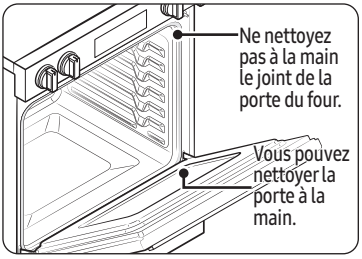

Fig. 2
- Ne nettoyez pas le joint. Le matériau en fibre de verre du joint de la porte du four ne résiste pas à l'abrasion. Il est essentiel que le joint reste intact. Si vous remarquez qu'il est usé ou effiloché, faites-le remplacer. (Fig. 2)